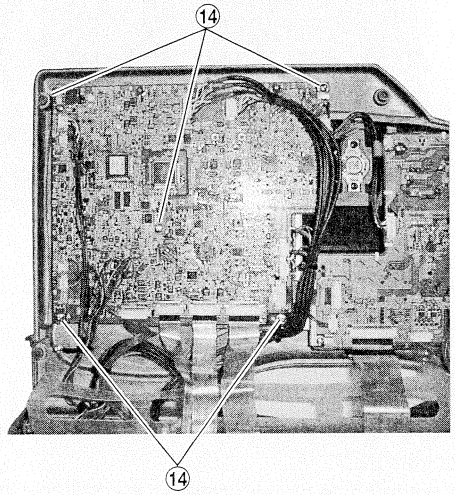

Fig. 1-6-1 (1)
(3) As shown in the Fig. 1-6-1(2), while the AUDIO & LCD board is standing, the diagnosis is possible.